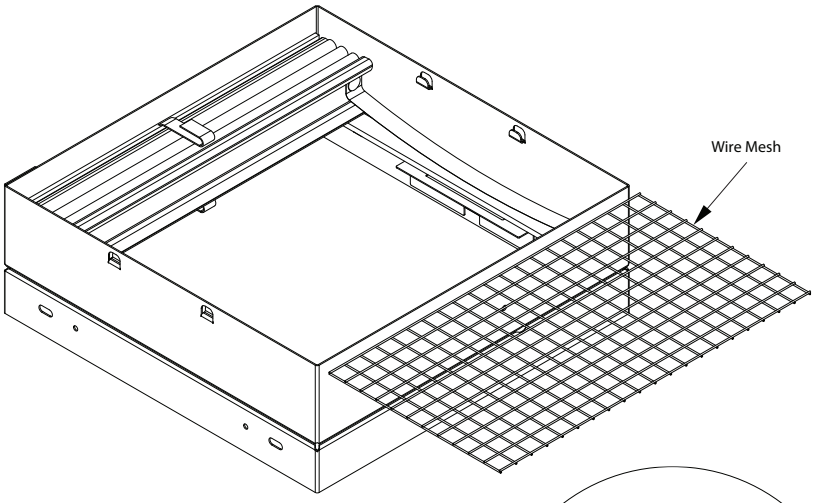

**Figure 1**
1. Start with damper and wire mesh as shown in Figure 1. Grab wire mesh and place inside of damper making sure to insert 2nd opening on mesh grid into the tabs closest to the damper curtain. Refer to "Detail of wire mesh placement" detail view.